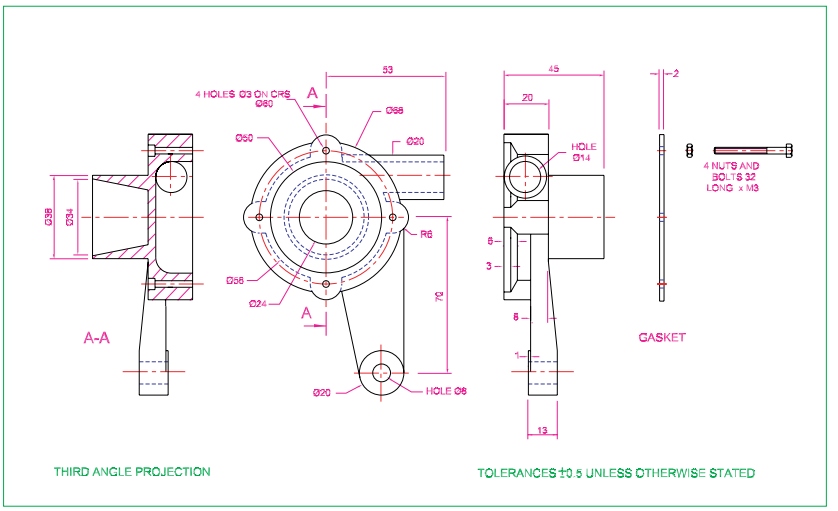
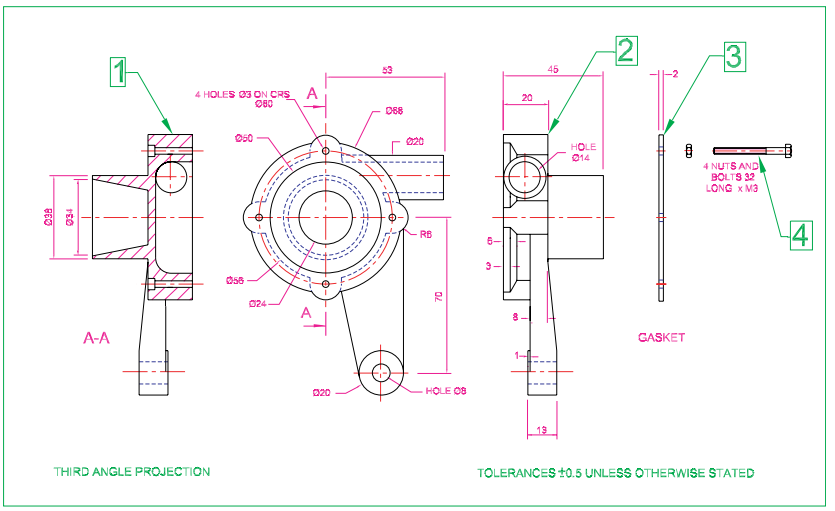

Fig. 21.4 Second example – **Multileaders**. The drawing to which multileaders are to be added
Fig. 21.9 Second example – **Multileaders**
There are a variety of uses for mutlileaders. This example shows one such use. The drawing in which multileaders are to be included is shown in Fig. 21.4.
4. In the drawing, in response to prompts at the command line, add multi-leaders one after the other to the drawing in Fig. 21.4, numbering the parts **1** to **4**. See Fig. 21.9.